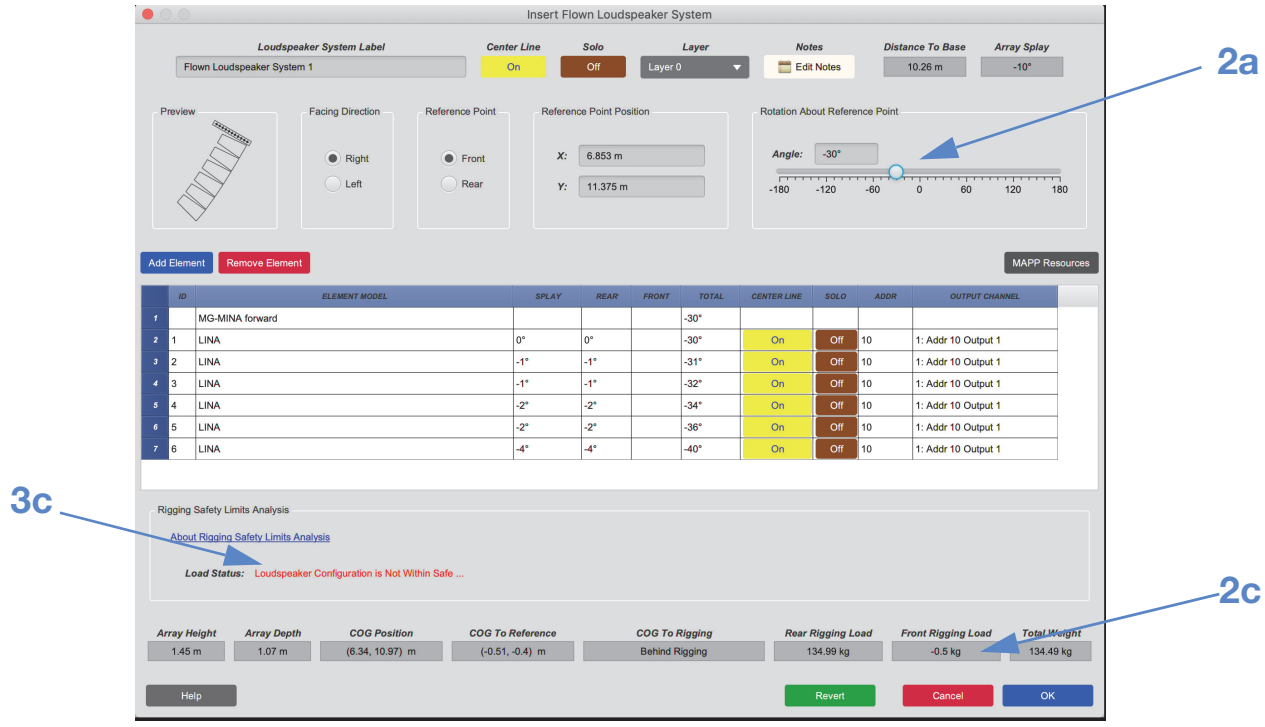
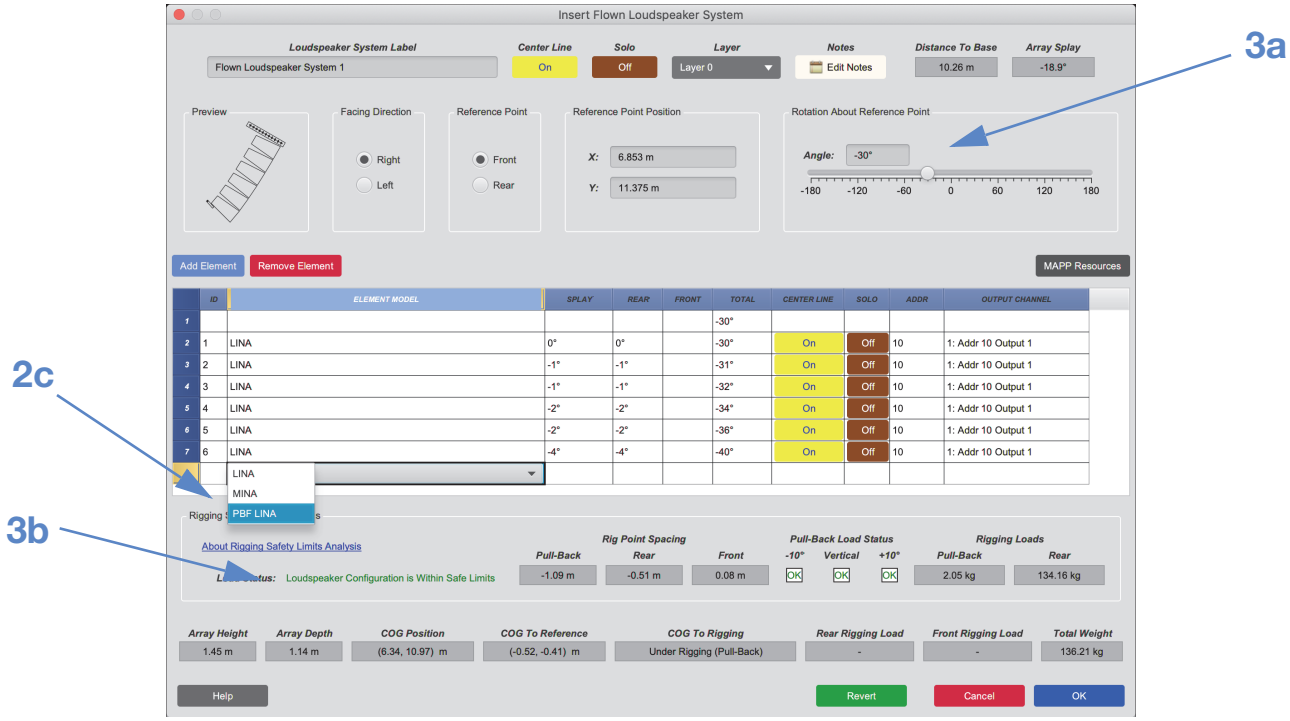

Figure 32: MAPP Display Window Shows Front Rigging Load Weight as a Negative Value—Pull-Back Frame Required
Figure 33: MAPP Display Window Shows Addition of Pull-Back Frame Brings Loudspeaker Configuration to Within Safe Limits
a. In the **Rotation About Reference Point** section (Figure 32), enter the desired downtilt of the array (negative value is downtilt).
c. If the Front Rigging Load weight is a negative value (Figure 32), pull-back hardware (PBF-LINA) is required to achieve the desired amount of downtilt (Figure 33). Make sure that the Front Rigging Load weight (the negative value) does not exceed the maximum load ratings for the pull-back hardware (see “PBF-LINA Pullback Frame Load Ratings” on page 38).
a. Use the **Rotation About Reference Point** (Figure 33) to rotate the array to the desired amount of downtilt (negative angle value).